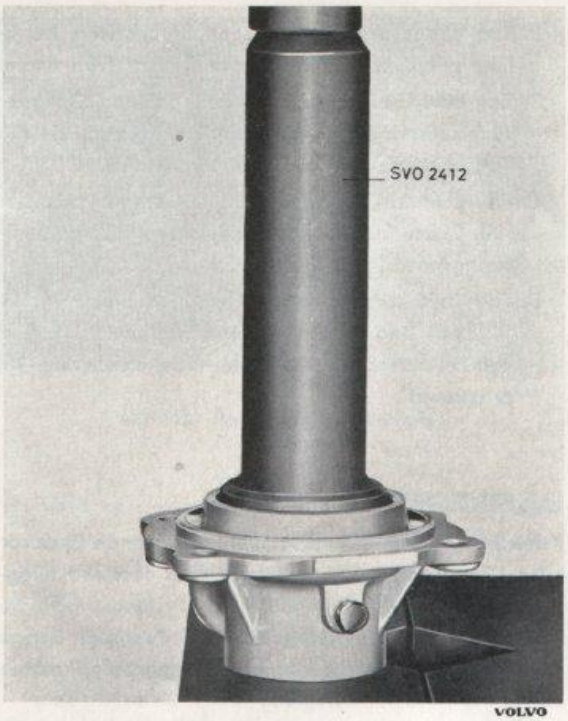

Bild 3-21. Montering av kullager i bakre lock
1. Pressa kullagret (15 plansch III-A) i bakre locket (17) med dorn SVO 2412, bild 3-21, och montera låsringen. Låsringen finns i olika tjocklekar. Välj en tjocklek som helt fyller ut låsringsspåret.